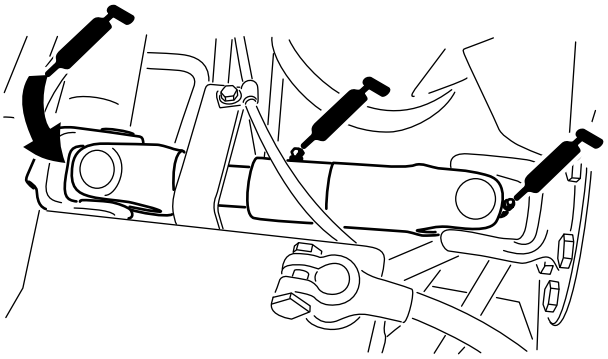

Figur 42
- Pumpdrivaxelns U-led (3) (Figur 42)